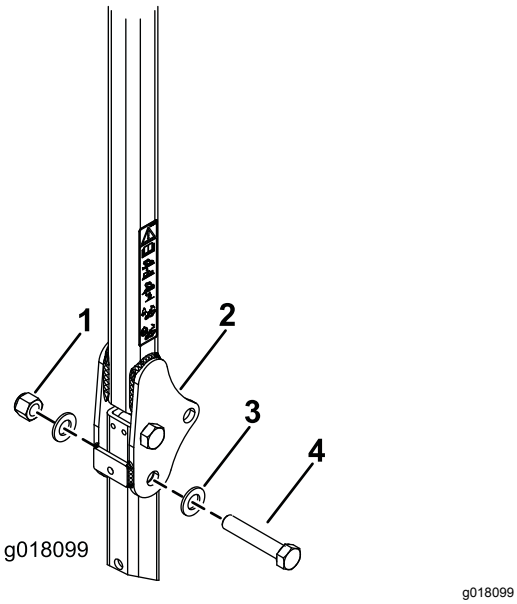

Figure 13
3. Placez une rondelle (13/16" x 1-1/2") sur chaque boulon (3/4" x 4"), comme montré à la Figure 13.
4. Placez les boulons et rondelles dans les trous occupés précédemment par les axes (Figure 13).
5. Placez une autre rondelle sur chaque boulon et fixez le tout avec des écrous (3/4"), comme montré à la Figure 13. Serrez les écrous à un couple de 323 à 396 N·m.
6. Serrez le boulon de pivot du système ROPS (Figure 13) à un couple de 91 à 113 N·m pour empêcher l'arceau de sécurité et le pare-soleil de rebondir.